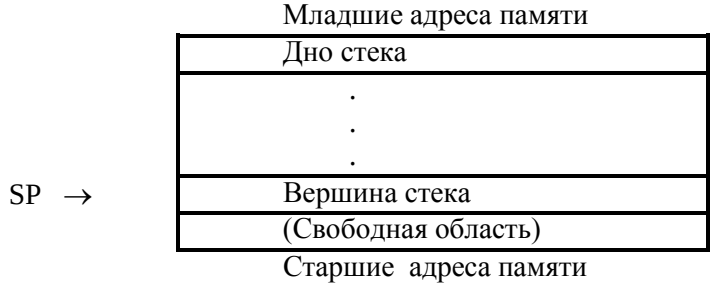

Рисунок 5.55 − Конфигурация системного стека
- указатель системного стека SP − это 32 разрядный регистр, который содержит адрес вершины системного стека. Системный стек заполняется от младших адресов памяти к старшим, см. рисунок 5.55. SP всегда указывает на следующий элемент, подталкиваемый в стек. При проталкивании данных в стек выполняется прединкремент, а при выталкивании – постдекремент указателя системного стека.